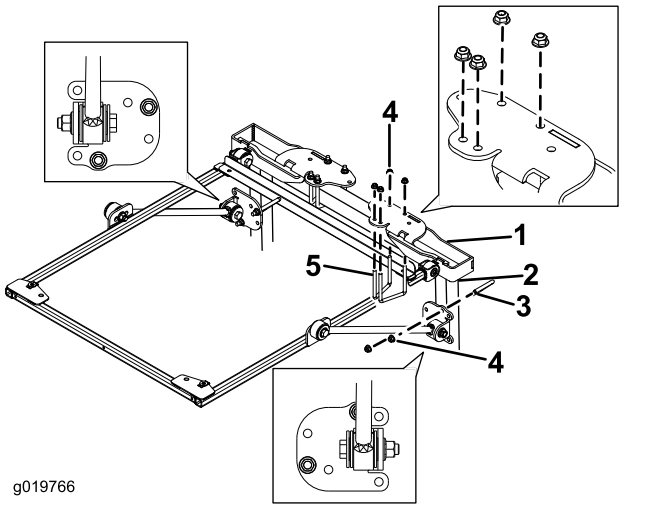

Figura 22
9. Coloque los soportes de montaje del ROPS encima de la barra antivuelco de la unidad de tracción (Figura 22). Asegúrese de que la barra
10. Usando los taladros de montaje indicados en Figura 22, monte cada soporte de montaje del ROPS en la parte superior de la barra antivuelco con 2 abrazaderas (2¾") y 4 tuercas con arandela prensada.
11. Usando los taladros de montaje indicados en Figura 22, sujete provisionalmente cada uno de los soportes de los tirantes a los postes de la barra antivuelco con 1 abrazadera (4") y 2 tuercas con arandela prensada.